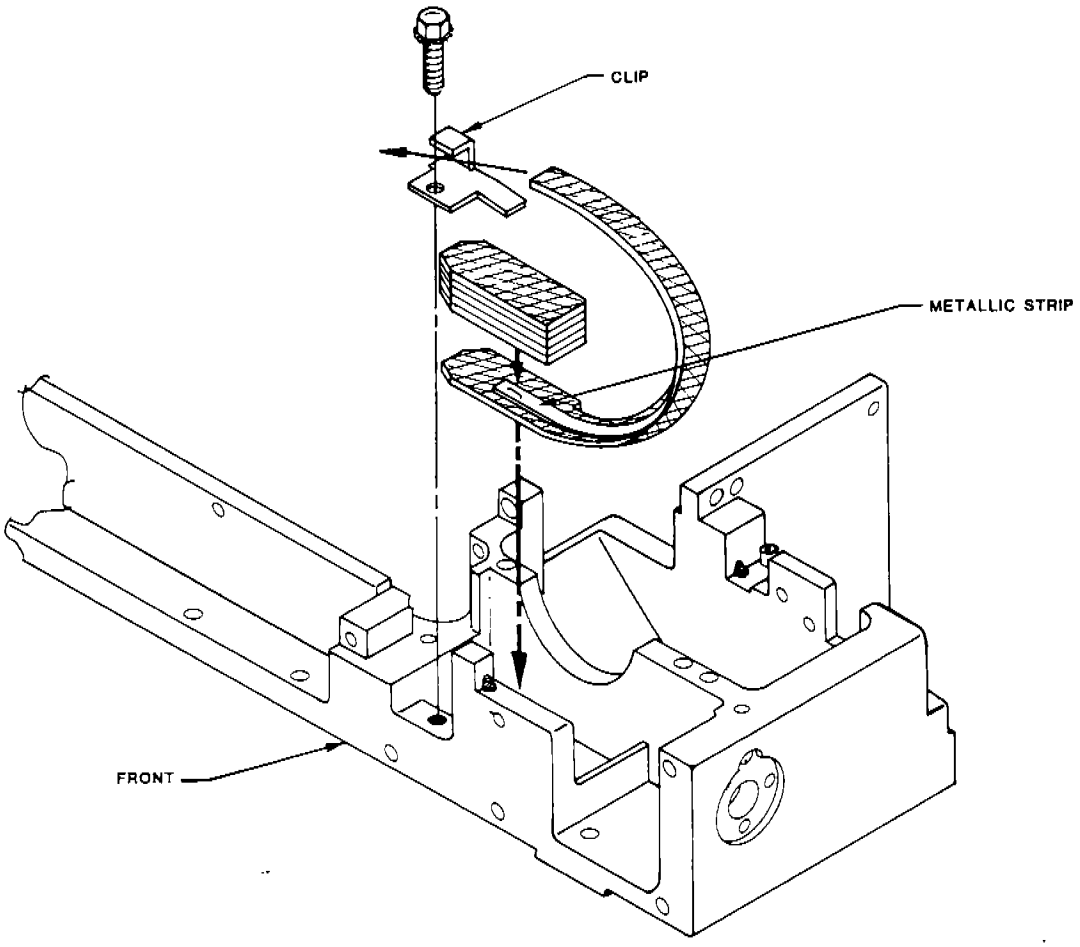

FIGURE 3-15.
2. Check for oil film on the cam surface by pressing a pen or narrow tool down into the wick between the hammerbank cam follower and the end of the yoke. If the tool does not pick up some oil from the wick or if the oil does not appear on the surface of the wick, slowly apply medium weight oil (SAE 20 or equivalent) to the lower fold of the wick (Figure 3-15) until the wick is saturated.
2. Remove the screw and the clip that hold the cam wick in place (Figure 3-15). Remove the wick and discard.
5. Remove the replacement wick and its pads from the package; then arrange them per Figure 3-15. Place the wick in place and reinstall its screw and clip.